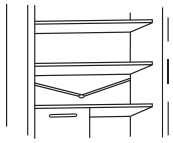

Fig.12
• Faire en sorte que la conduite d'évacuation de l'eau (fig.12) dans le compartiment réfrigérateur reste propre, pour éviter qu'il y ait de l'eau à l'intérieur.